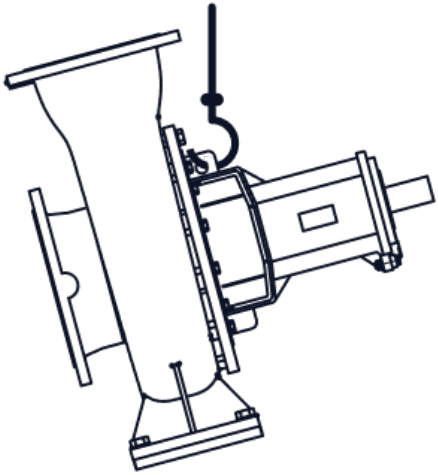

Рис. 4 Схема строповки насоса
При подъеме агрегата электронасосного SMA(A) строповку производить по схеме, приведенной на рис. 4, 5.